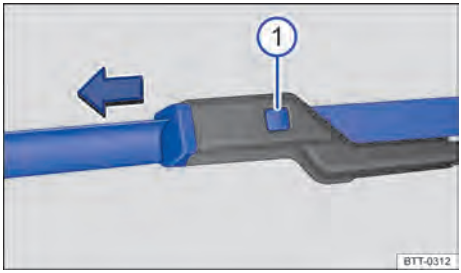

Fig. 163 Sustituir las escobillas de los limpiaparabrisas.
- Mantenga la tecla de desbloqueo → fig. 163 ① pulsada y, al mismo tiempo, retire la escobilla de los limpiaparabrisas en el sentido de la flecha.